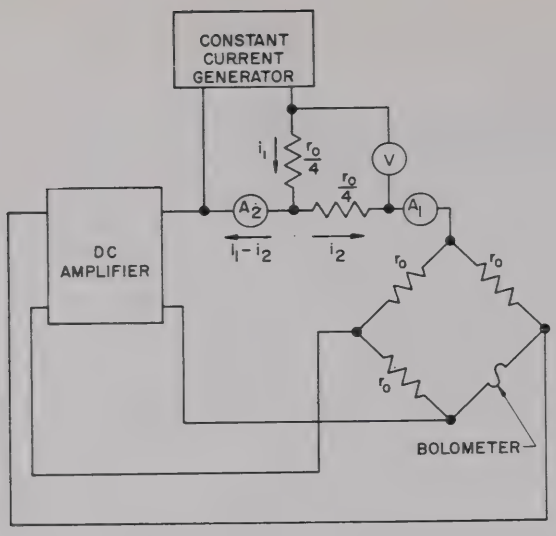

FIGURE 3. *Basic circuit for the determination of Δi and power.*
The difficult factor to measure accurately is Δi. A constant-current generator of high stability has been developed for use in conjunction with a differential current-measuring technique, which enables a direct and accurate determination of Δi. The circuit is illustrated in figure 3 and operates as follows: First, with no microwave power present in the bolometer, i_1 is determined by ammeter A_1, and the output of the constant-current generator is adjusted with the aid of ammeter A_2 to equal i_1 (ammeter A_2 reads zero). Then, with microwave power applied, A_2 will read Δi directly, and the power may be determined from eq (3). In practice, a potentiometer and standard resistor are employed in place of A_1 and A_2 to achieve high accuracy.